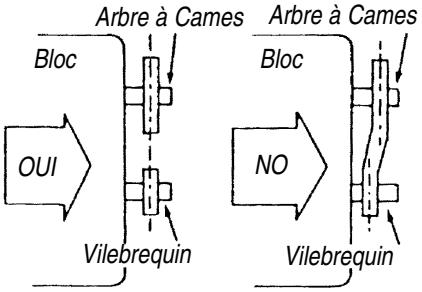

Figure 2 - Vérifiez le cadrage de la chaîne pour être sûr que les deux pignons sont installés correctement.
- *Veillez à ce que les pignons de came et de manivelle soient exactement alignés l'un sur l'autre. Un mauvais alignement peut briser la chaîne. (Voir Figure 2).*